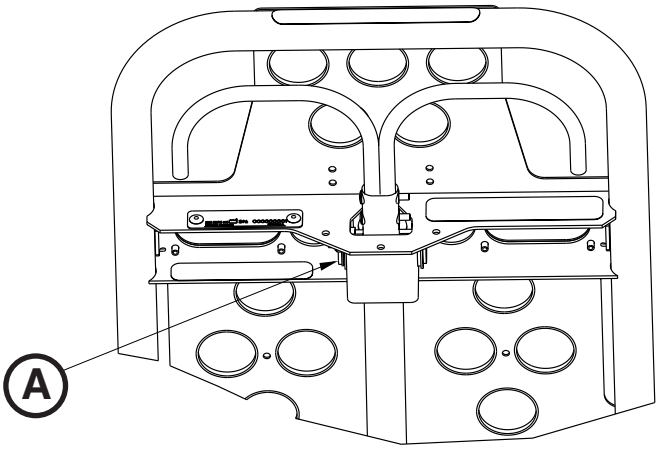

Afbeelding 74
2. Draai met een 3/32-inch inbussleutel de stelbout (A) terug waarmee de stang van de gascilinder in het juk is bevestigd (Afbeelding 74).